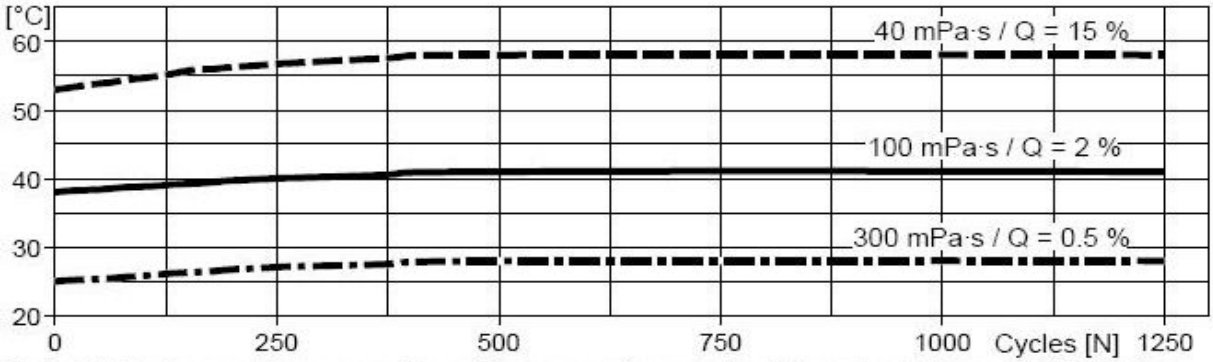

Fig.4.4: **Bath temperature v number of impregnation cycles (N) and make-up rate (Q) in %**
Due to the excellent latency of the system (A) MY 790-1 / HY 1102 / DY 9577 / DY 073 the replenishment volume to maintain a constant viscosity is comparatively small, even if impregnation is performed at 40-50°C. (see below and Fig. 4.4)
Replenishment to maintain a stable viscosity for System A: (see also Fig. 4.4)